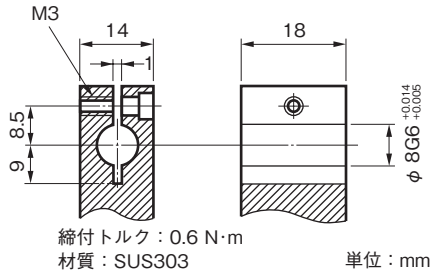

図 4. 取付ホルダーの寸法および寸法公差
- 機械装置へホルダーを使用して取付ける場合には、図 4 の寸法および材質のホルダーをご用意いただき、規定トルク 0.6 N·m で締付け、固定してください。
- ステムは、図 4 のようにスリワリ部をねじで締め込むように取付けてください。絶対に、φ 8 mm 穴垂直方向にねじ切りをしてステムを押しねじで締め込む取付けは、行なわないでください。摺動不良や精度不良の原因となります。